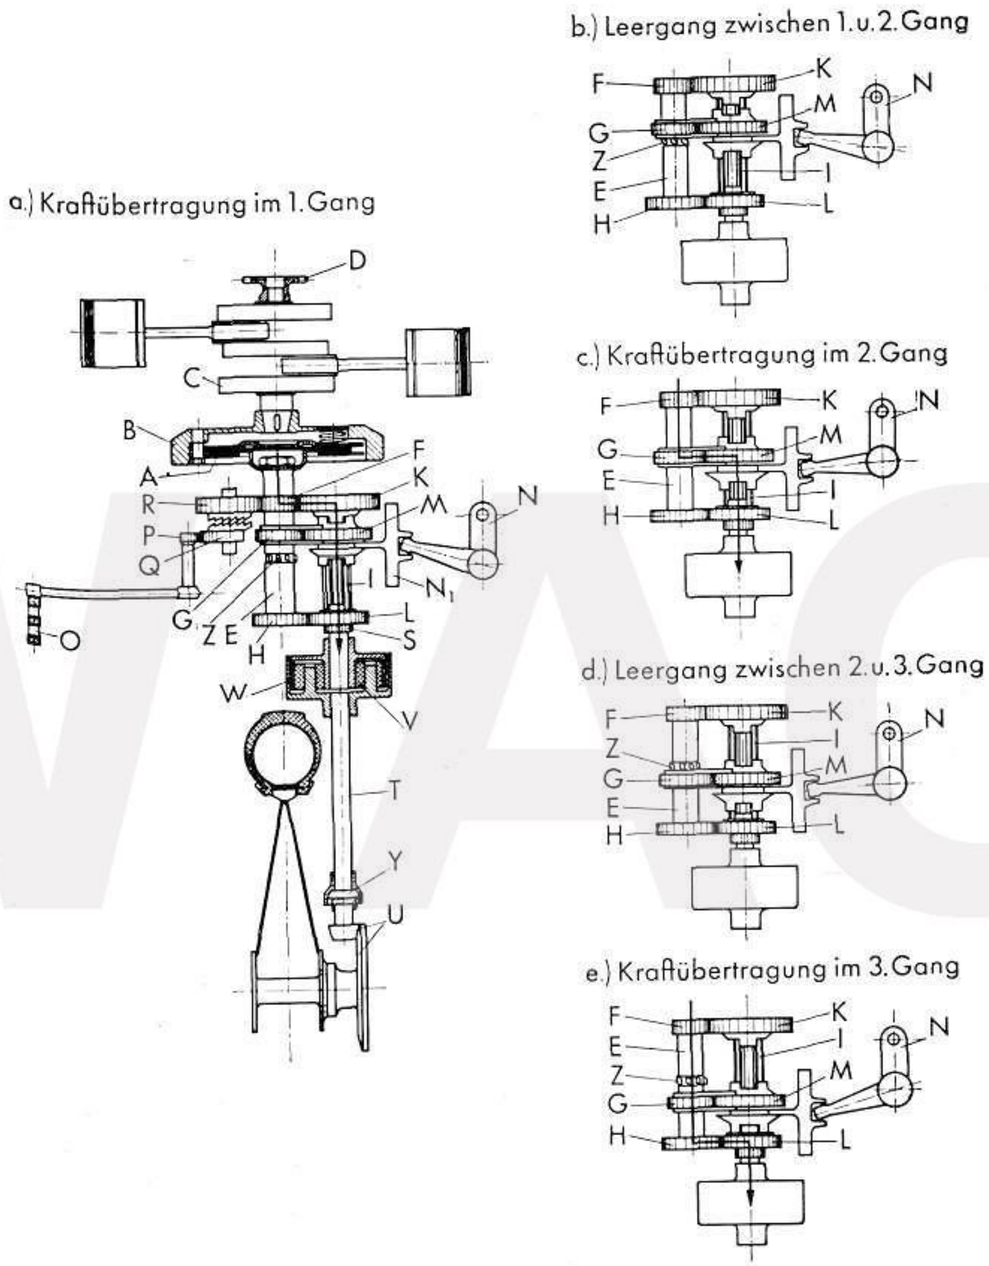

Abb. 15 Schema des Antriebes
11. Getriebe: Das vom Motor erzeugte Drehmoment wird zunächst durch die Kupplung auf die Hauptwelle **E** des Dreiganggetriebes übertragen, um von dieser unter Zwischenschaltung der jeweils geschalteten Geschwindigkeitsstufe über die Vorgelege- oder Keilwelle **J** auf den Kegelradantrieb **U** bzw. das Hinterrad weitergeleitet zu werden. In der Abbildung 15 ist die Wirkungsweise des Getriebes schematisch dargestellt. **A** bezeichnet die in das Schwungrad **B** eingebaute Kupplung und **C** die Kurbelwelle, auf der noch das Kettenrad **D** für den Antrieb der Steuerwelle sitzt. Auf der bei eingekuppelten Motor sich ständig drehenden Hauptwelle **E** sind zwei festsitzende Zahnräder **F** und **H** angeordnet, die in ständigem Eingriff mit den auf der Vorgelegewelle **J** frei drehbaren Zahnrädern **K** und **L** stehen, sich aber infolge ihrer verschiedenen Größe mit verschiedener Geschwindigkeit drehen. Auf der Vorgelegewelle sitzt ferner ein in deren Keilnuten verschiebbares und nur mit der Welle zusammen drehbares Zahnrad **M**, das auf seinen beiden Stirnseiten mit Kupplungsklauen versehen ist, durch die es je nach seiner Verschiebung mittels des vom Schalthebel durch eine Zwischenstange betätigten Hebels **N** nach vorn oder hinten mit den Kupplungsklauen der Zahnräder **K** und **L** in Eingriff gebracht werden kann, so daß es von diesen sich durch die Hauptwelle **E** ständig drehenden Rädern mitgenommen wird und seinerseits die Welle **J** antreibt.
Beim Einschalten des ersten oder kleinen Ganges durch die von dem Hebel **N** bewegte Schaltgabel **N 1** (Abb. 15 a) werden die Klauen des auf der Keilwelle **J** angeordneten Schieberades **M** mit den Klauen des sich verhältnismäßig langsam drehenden Rades **K** in Eingriff gebracht, so daß sich die Übertragungswelle **J** mit niederer Geschwindigkeit dreht.
Hierbei dreht sich das auf der Hauptwelle angeordnete und gleichzeitig mit dem Zahnrad **M** verschobene Rad **G** frei auf der Hauptwelle **E**. Beim zweiten oder mittleren Gang (Abb. 15c) greift das Zahnrad **G** des Schieberräderpaares durch die in seiner Nabe angeordneten Klauen in die hierfür vorgesehenen Keilnuten **Z** der Hauptwelle **E** ein, so daß die letztere die Vorgelegewelle **J** über das Schieberräderpaar **G** und **M** antreibt. Beim dritten oder großen Gang wird das Schieberräderpaar soweit nach rückwärts verschoben, daß die Klauen des Zahnrades **M** mit den Klauen des sich schnell drehenden Zahnrades **L** (Abb. 15 e) in Eingriff kommen, wodurch der Welle **J** eine hohe Geschwindigkeit erteilt wird. Zwischen dem 1. und 2. Gang und auch zwischen dem 2. und 3. Gang befinden sich die Leergangstellungen (Abb. 15 b und d), bei denen die Klauen der beiden Schieberäder außer Eingriff sind. Der in den Abbildungen eingezeichnete starke Pfeil zeigt den Verlauf der Kraftübertragung in den einzelnen Geschwindigkeitsstufen.